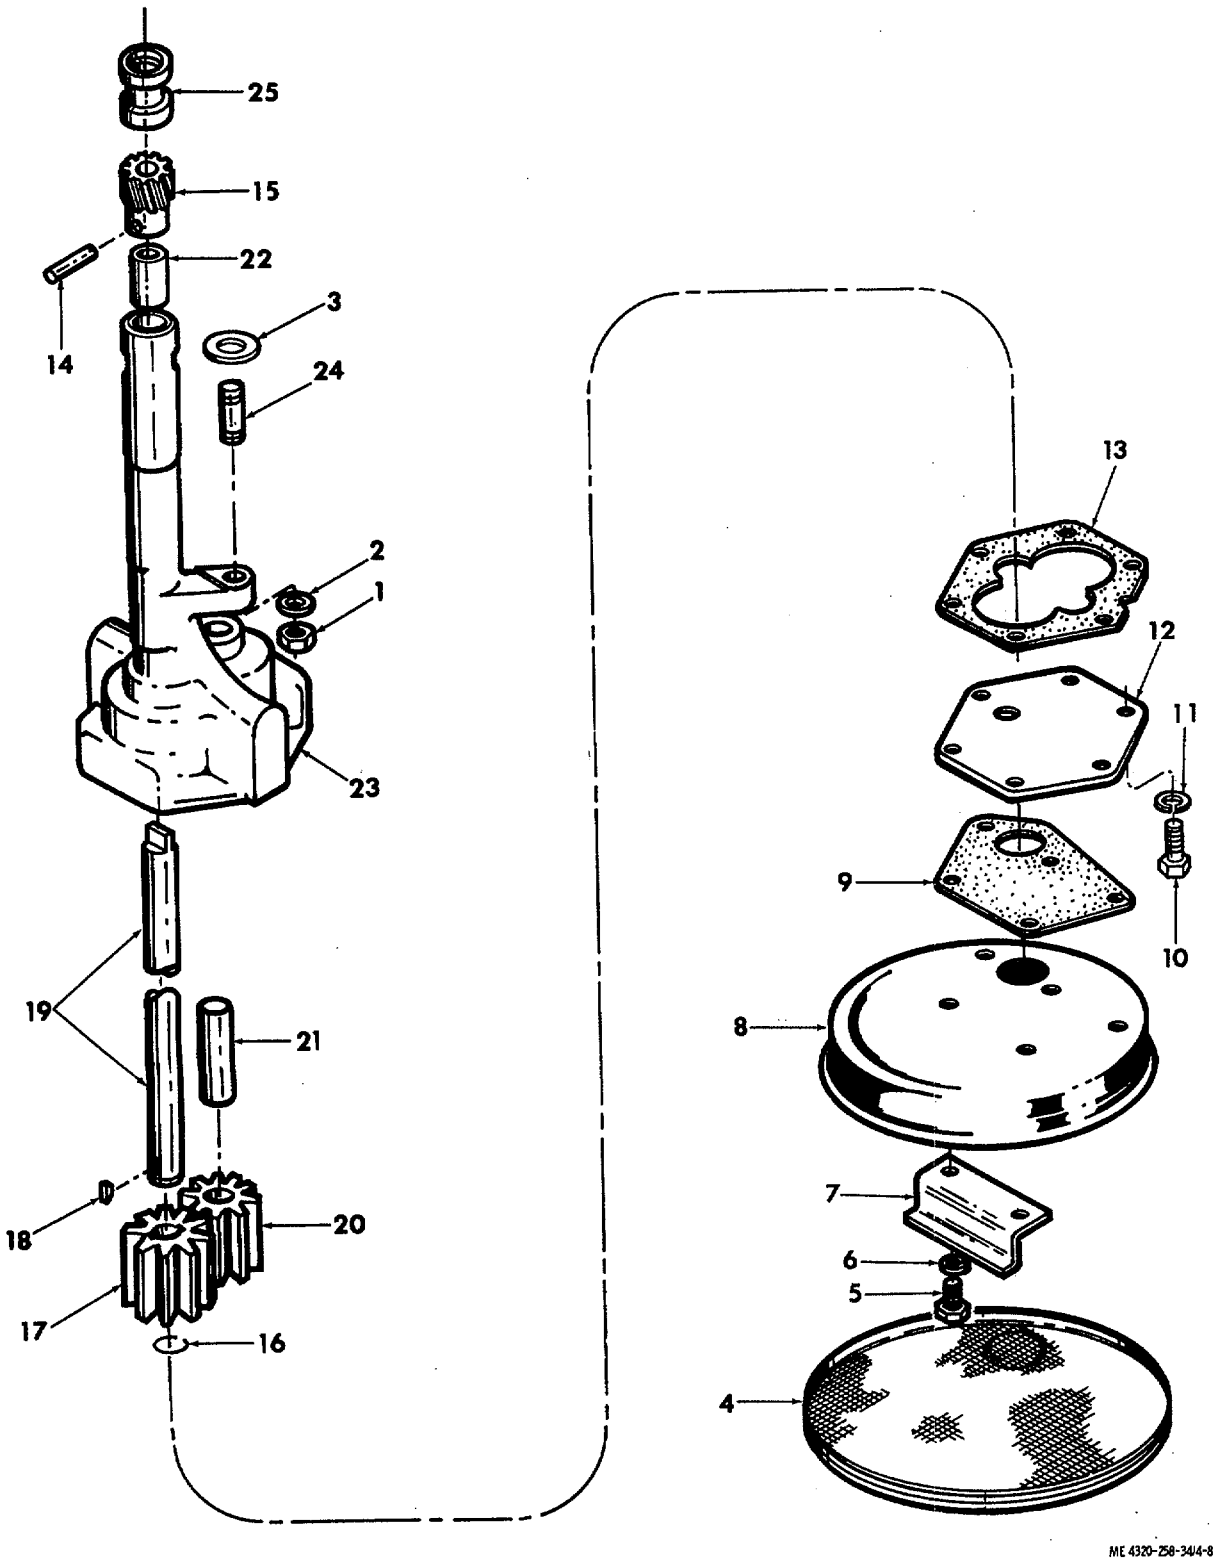

Figure 4-8. Engine oil pump, exploded view.
(1) Remove the engine oil pan (para 4-6).
(2) Remove the nut (1, fig. 4-8) and lock washer (2) that secure the engine oil pump to the bearing cap; remove the oil pump and flat washer (3).
(3) Disassemble the oil pump as shown in figure 4-8.
KEY to fig. 4-8:
(1) Refer to figure 4-8 and reassemble the engine oil pump. Check that the drive shaft turns easily without binding when assembled.
(2) Position the washer (3, fig. 4-8) and oil pump on the main bearing so that the drive gear engages the toothed portion of the camshaft; secure the pump with a nut (1) and lock washer (2).
(3) Install the oil pan (para 4-6).